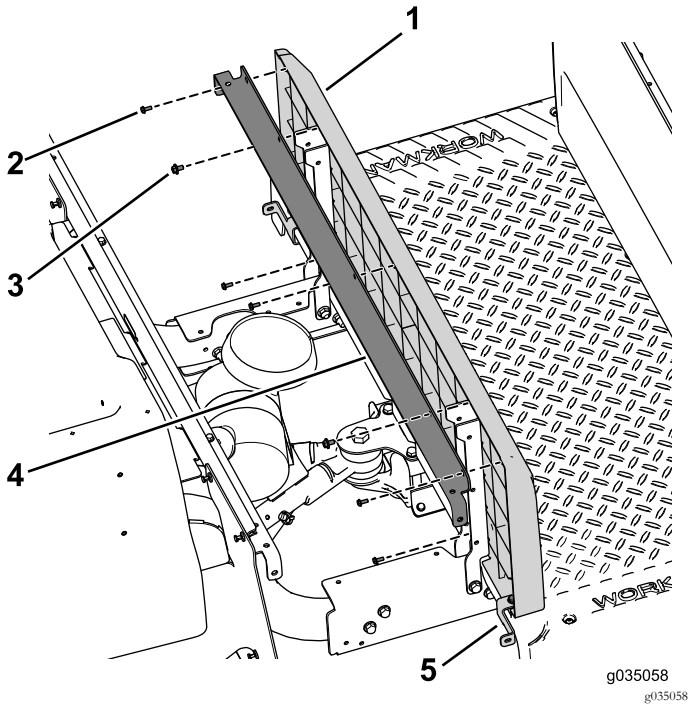

Figur 42
7. Brug de to bolte med spændeskiver (1/4 x 1/2 tomme) til at fastgøre støttebeslaget og sædesokkelpanelet til venstre og højre sædestøtte (Figur 42).
8. Brug de to bolte (1/4 x 2 tomme), spændeskiven og låsemøtrikken til at fastgøre venstre og højre panelbeslag på maskinen (Figur 42).